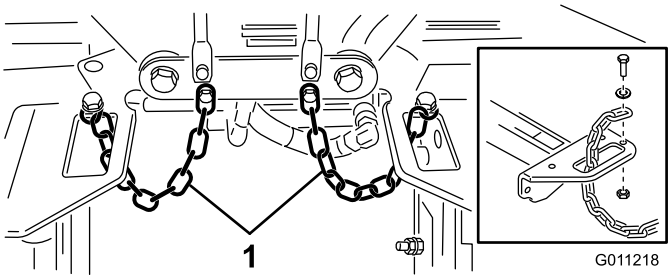

Rysunek 22
4. Przewlekamy łańcuch zabezpieczający przez wycięcie na końcu każdej ramy nośnej. Koniec łańcucha przykręcamy na górze ramy śrubą z podkładką i nakrętką (Rysunek 22).